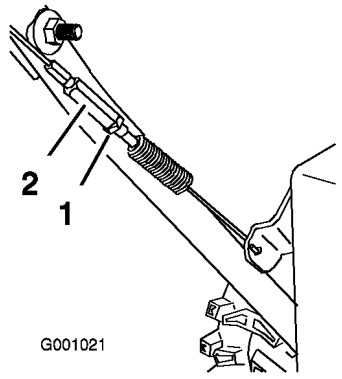

Figur 38
3. Stram låsemutteren (Figur 38).